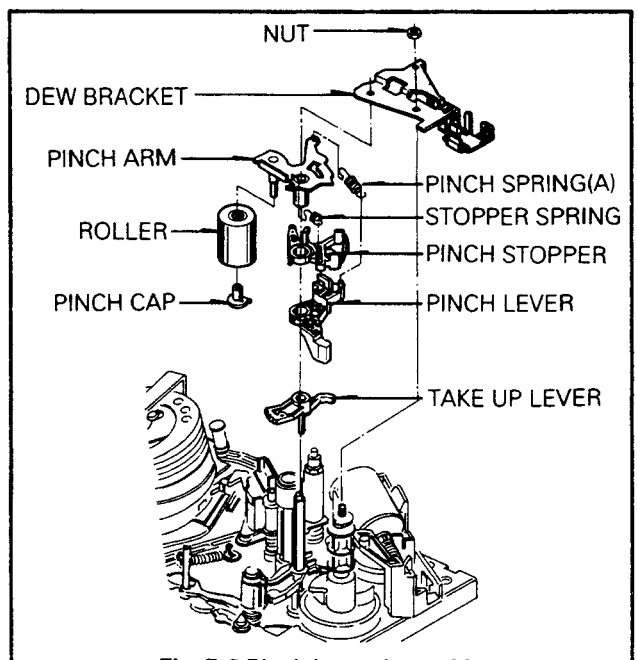

Fig. B-5 Pinch Lever Assembly
① First of all, release the spring A/C.
② Do not touch the A/C Head Tip with fingers or tools.
③ After reinstalling the Audio Control Head Assembly, adjust the Tilt, Azimuth and Height of A/C Head.
5. Pinch Lever Assembly(Fig. B-5)
2) Remove the Dew Bracket(Fig. B-5).
3) Remove the Pinch Lever Assembly(Fig. B-5).
5) Remove the Take-Up Lever by pushing the hook(A) outward.
2) Remove one Nut(A) and then remove the Dew Bracket (Fig. B-5).
3) Remove the Pinch Lever Assembly by lifting it up(Fig. B-5)